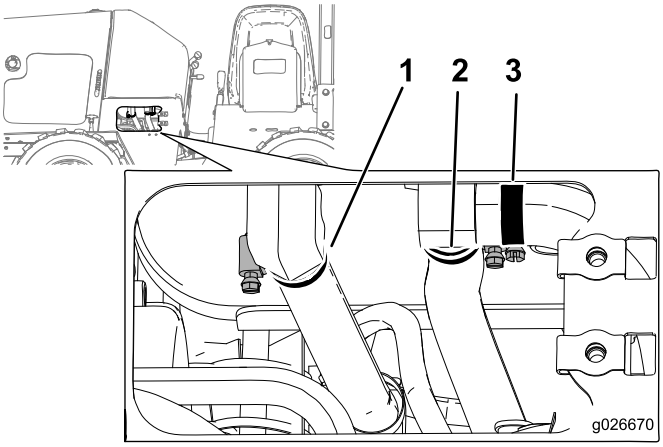

Figure 40
6. Déposez la plaque inférieure gauche et desserrez les 3 colliers sous le réservoir hydraulique (Figure 40).